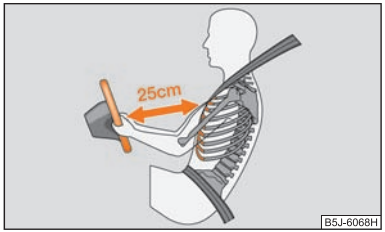

Fig. 112 Safe distance to steering wheel
- **For the driver and front passenger it is important to maintain a distance of at least 25 cm from the steering wheel or dash panel ⇒ fig. 112. Not maintaining this minimum distance will mean that the airbag system will not be able to properly protect you – hazard! The front seats and the head restraints must always also be correctly adjusted to match the body size of the occupant.**